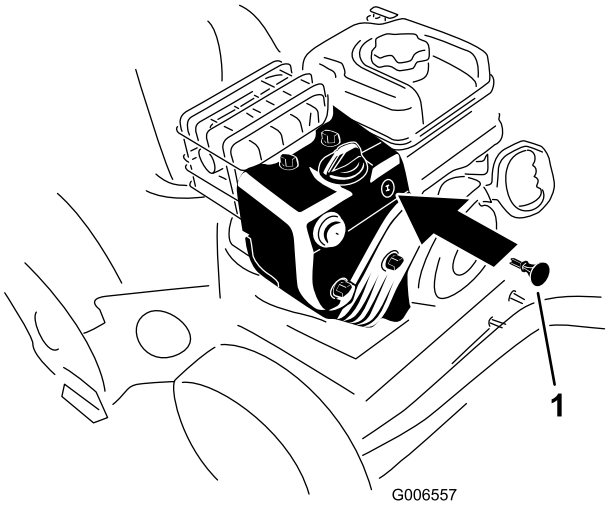

Rysunek 26
3. Włóż kluczyk zapłonu (Rysunek 26).